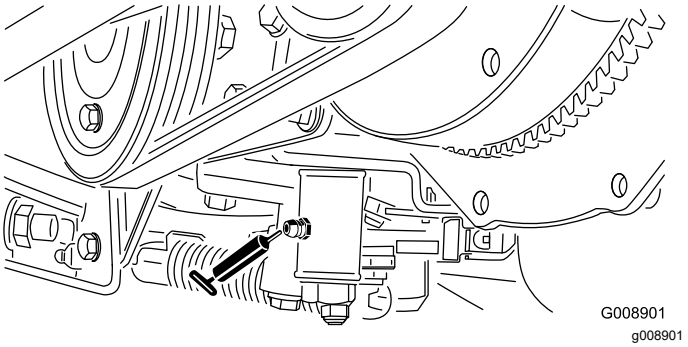

Figur 52
- Neutraljusteringsmekanismen (Figur 52)